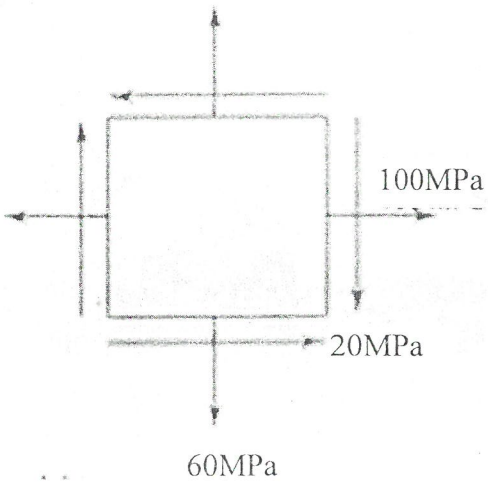

Fig. 8b
b. Determine the principal planes, principal stresses, maximum shear stresses and corresponding planes for the 2D stressed body as shown in figure 8b using Mohr's circle **06**